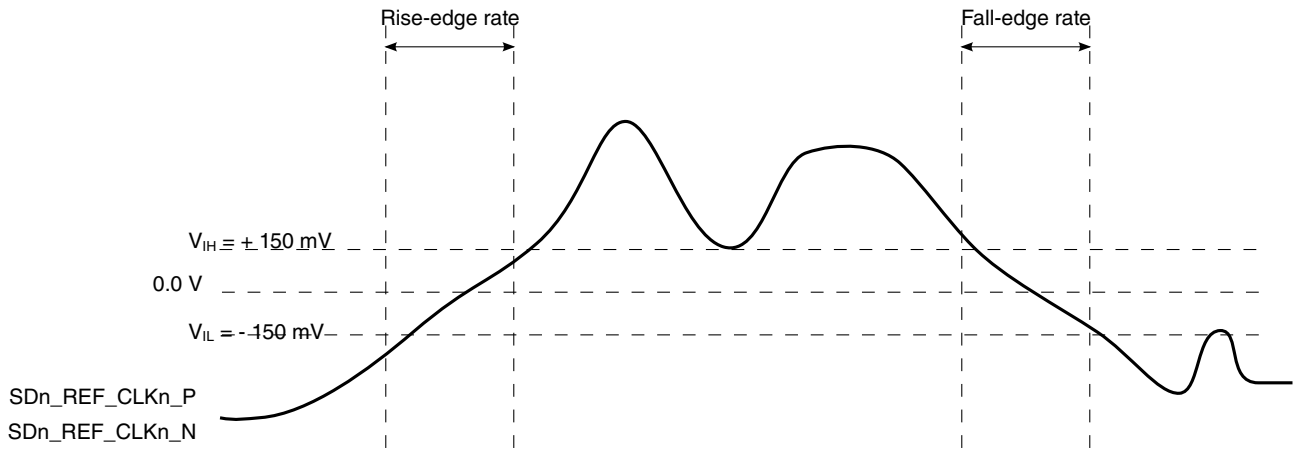
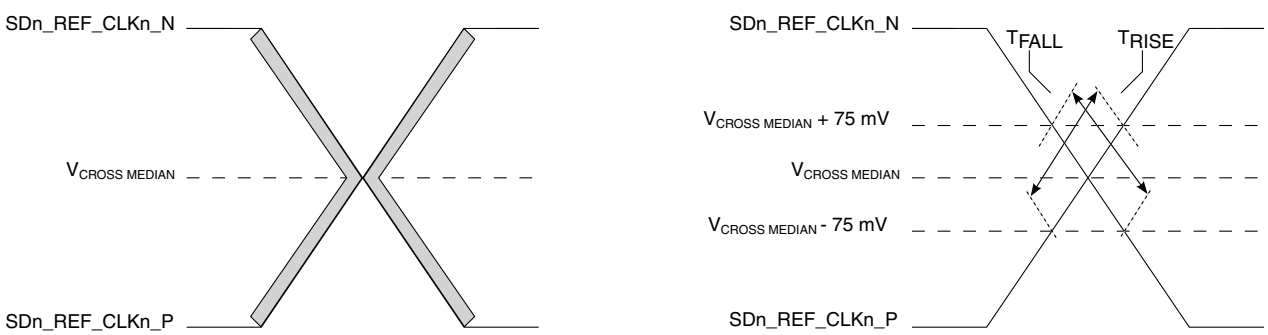

Figure 83. Differential measurement points for rise and fall time
Figure 84. Single-ended measurement points for rise and fall time matching
8. For PCI-Express-8 GT/s, per PCI-Express base specification rev 3.0 9. Measured from -150 mV to +150 mV on the differential waveform (derived from SD*n*_REF_CLK*n*_P minus SD*n*_REF_CLK*n*_N). The signal must be monotonic through the measurement region for rise and fall time. The 300 mV measurement window is centered on the differential zero crossing. See Figure 83. 10. Measurement taken from single-ended waveform. 11. Matching applies to rising edge for SD*n*_REF_CLK*n*_P and falling edge rate for SD*n*_REF_CLK*n*_N. It is measured using ±75 mV window centered on the median cross point where SD*n*_REF_CLK*n*_P rising meets SD*n*_REF_CLK*n*_N falling. The median cross point is used to calculate the voltage thresholds that the oscilloscope uses for the edge rate calculations. The rise edge rate of SD*n*_REF_CLK*n*_P must be compared to the fall edge rate of SD*n*_REF_CLK*n*_N, the maximum allowed difference should not exceed 20% of the slowest edge rate. See Figure 84.